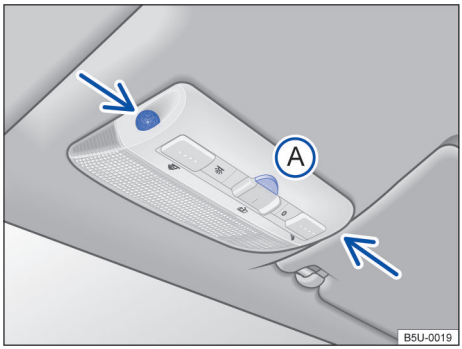

Fig. 52 No console do teto: sensores de monitoramento do interior do veículo e tecla (A) para desligar o monitoramento do interior do veículo.
O monitoramento do interior do veículo dispara o alarme com o veículo travado, se reconhecer movimentos no interior do veículo. O sensor e o receptor estão localizados no conjunto da lanterna de leitura → Fig. 52 (setas).
– Pressionar a tecla → Fig. 52 (A). No painel de instrumentos a luz de controle → Fig. 47 se acende.